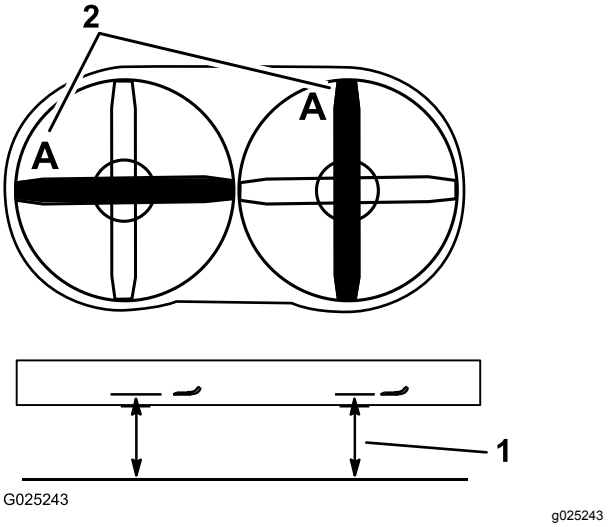

Figur 71
3. Vrid en kniv enligt Figur 71.
4. Mät från ett jämnt underlag till knivens egg vid punkt **A** på kniven (Figur 71). Anteckna detta mått.